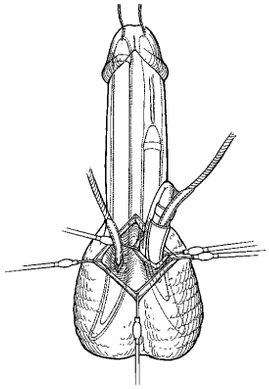
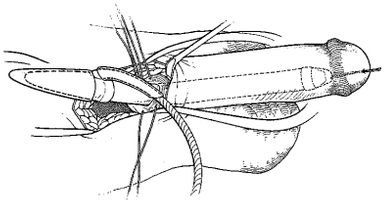

Figure 4-14a. Penoscrotal: Insert Cylinders
Figure 4-14b. Infrapubic: Insert Cylinders
15. Fold cylinder back on itself, then push proximal end of cylinder into the crus while gently stretching the distal penis **(Figure 4-14a, Figure 4-14b)**. Alternatively, place the "U" shaped portion of the proximal tool at the junction between the output tube and cylinder and use the tool to push the proximal end of the cylinder into the crus while gently stretching the distal penis. The flatter side of the tool should face toward the cylinder.